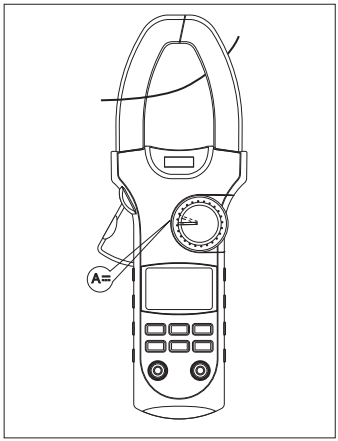

Figure 9
**G. DC Current Measurement** (see figure 9)